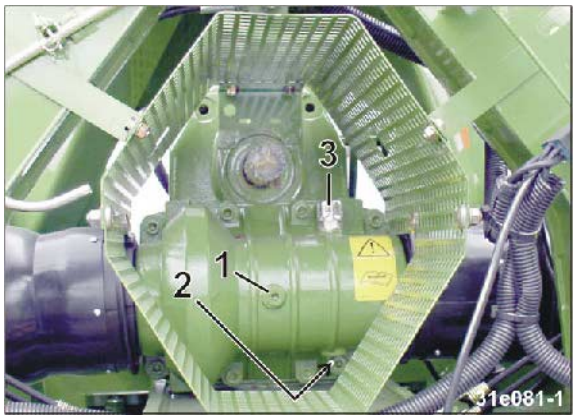

**Fig. 247**
2. Dévissez la vis de contrôle de niveau d'huile (Fig. 247/1).
3. Dévissez la vis de vidange (Fig. 247/2).
6. Dévissez la vis de purge d'air (Fig. 247/3).
- Vérifiez que la vis de purge d'air (Fig. 247/3) est bien vissée.